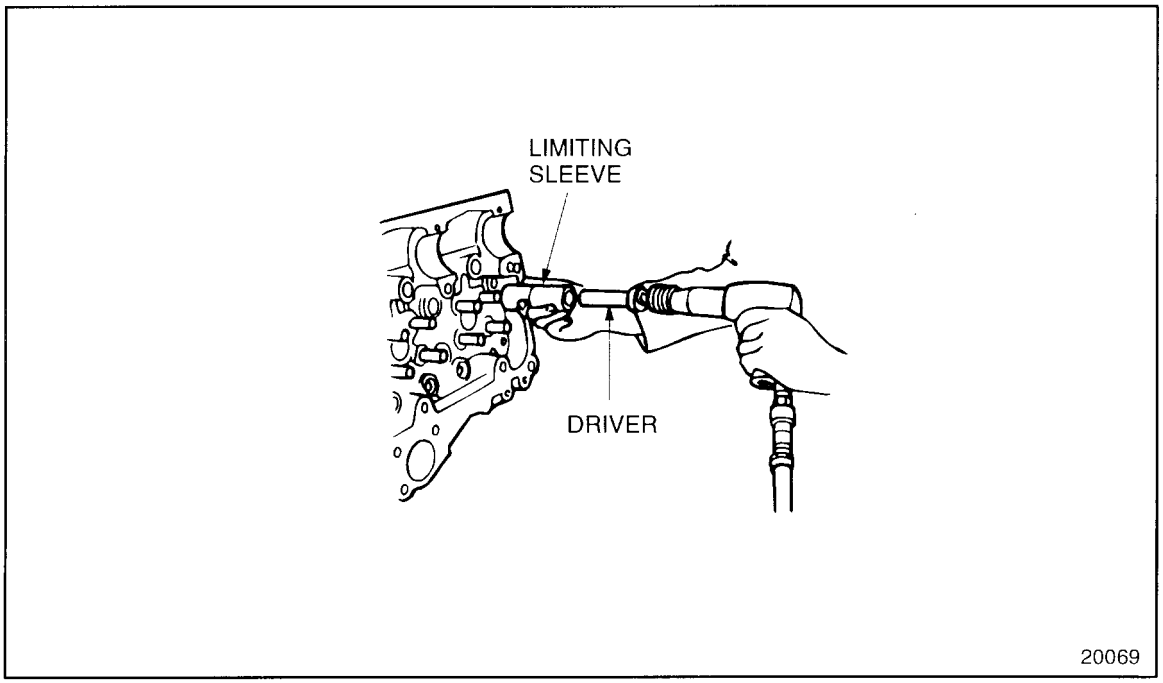

Figure 1-89 Valve Guide Installation
2. Insert the driver into an air chisel. Insert the driver into the valve guide limiting sleeve J 33191-A and install this assembly over the valve guide. Drive the guide into the cylinder head until the driver bottoms in the limiting sleeve. See Figure 1-89.